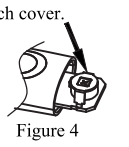

Figure 4
3. Gently pull out plastic circuit board with battery chamber approximately 1 cm (slightly less than1/2 ".) (See Figure 4)